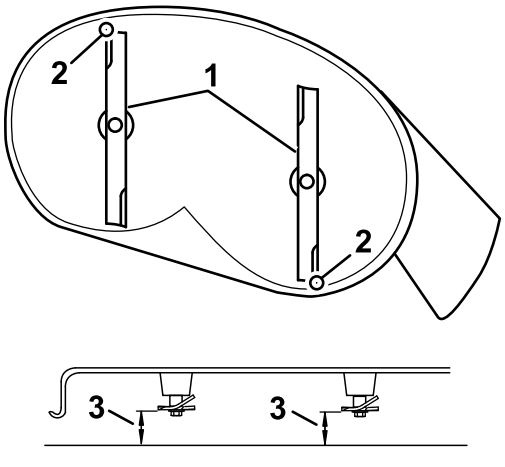

Figur 67
4. Roter knivene forsiktig slik at de står på langs (Figur 67).
5. Mål fra tuppen på den fremre kniven til den flate overflaten, og tuppen på den bakre kniven til den flate overflaten (Figur 67).